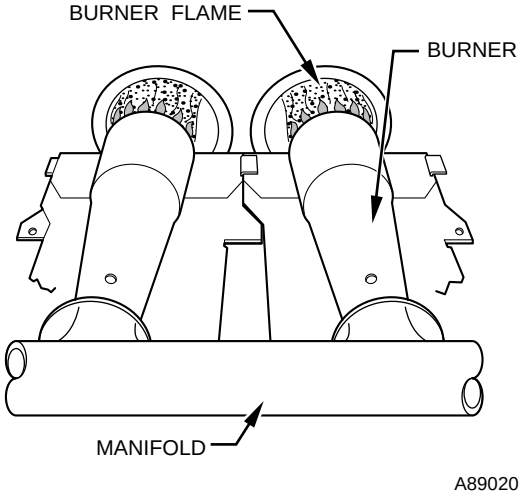

Fig. 7—Burner Flame
3. Main burner flame should be clear blue, almost transparent. (See Fig. 7.)